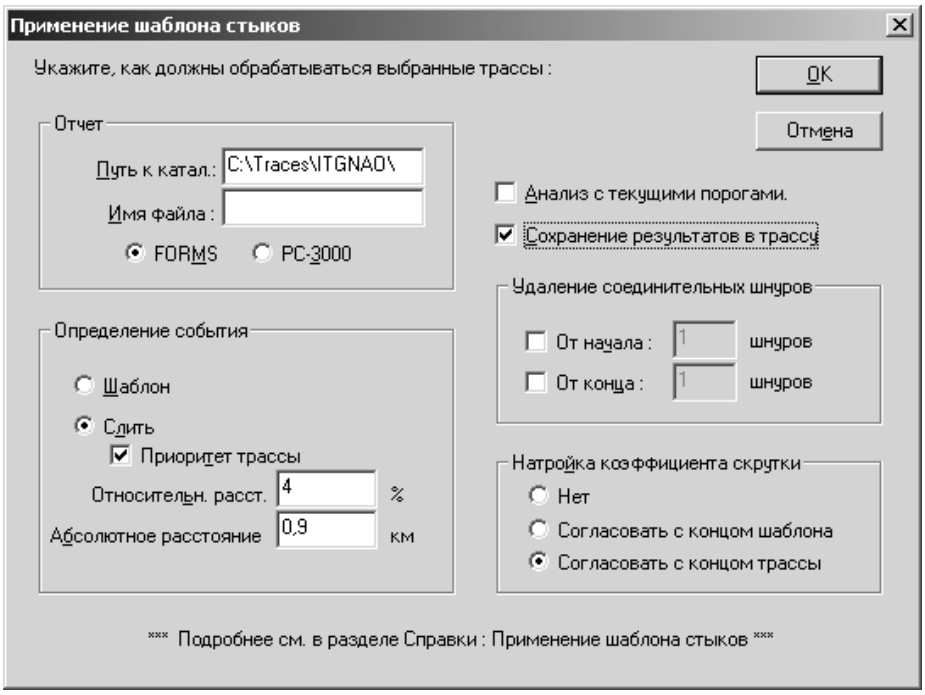

Рисунок 11-4: Диалоговое окно Применение шаблона стыков
4. Укажите параметры в диалоговом окне “Применение шаблона стыков” (см. Рисунок 11-4).